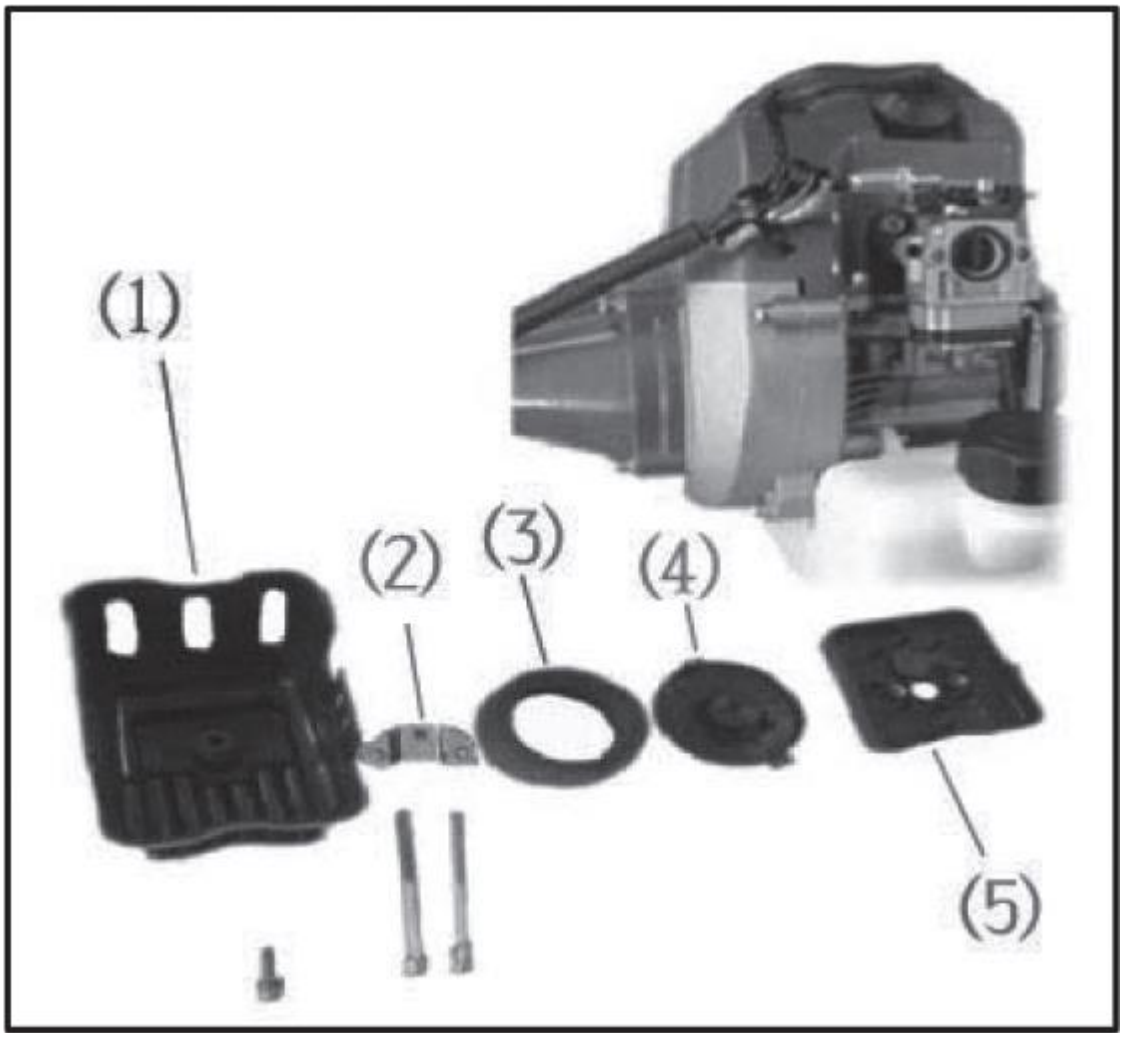

Rys. 28
1. Otwórz pokrywę filtra (Rys. 28, poz.1) odkręcając śrubę.
2. Zdejmij elementy montażowe (Rys. 28, poz. 2) i wyjmij filtr powietrza (Rys.28, poz.3) z obudowy (Rys.28, poz.5). W obudowie znajduje się również „ekran” (Rys. 28, poz. 4)